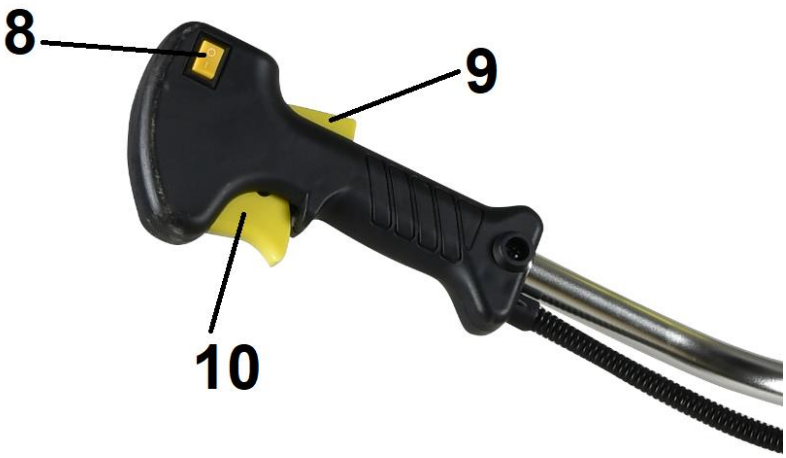

Rys. 13
6. Następnie wciśnij i przytrzymaj dźwignię gazu (Rys. 13, poz. 10) oraz zabezpieczenie dźwigni gazu (Rys. 13, poz. 9). Kosa jest gotowa do pracy.
1. Przestaw wyłącznik zapłonu (Rys. 13, poz. 8) w pozycję START (z **0** na **I**).
Puść dźwignię gazu (Rys. 13, poz. 10) i zabezpieczenie dźwigni gazu (Rys. 13, poz. 9) i podczas biegu jałowego przestaw wyłącznik zapłonu (Rys. 13, poz. 8) w położenie "STOP" lub "0".